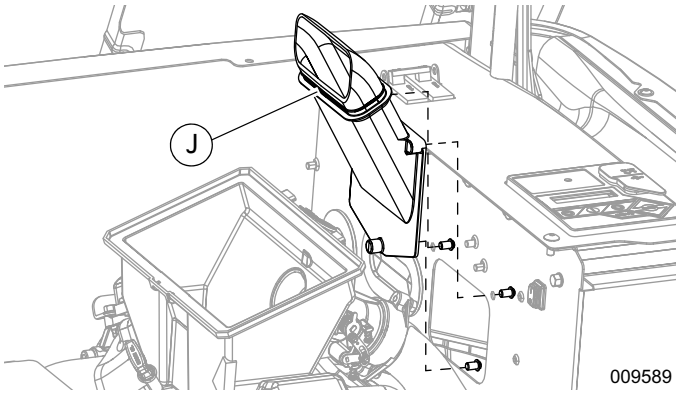

Рисунок 7. Демонтаж насадки всасывающего патрубка (серия 500/1000)
2. См. ***Рисунок 7***. Снимите три крепёжных винта за разделяющей панелью двигателя для отсоединения насадки всасывающего патрубка (J).